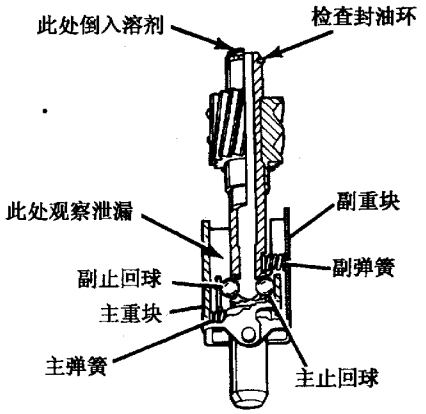

图4－152　调速器总成
①将调速器总成4装入壳体。
②将轴承6装到转子801上，安装方向参见图4－62，使用TRANSJEL™J36850使其就位。
③将新油封7装到壳体802上。
④将壳体802装到变速驱动桥壳体上。
⑤安装螺栓8。
车速传感器的组成参见图4－62。